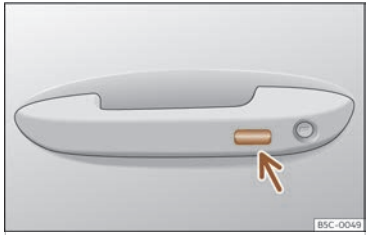

Fig. 91 Door handle: sensor surface.
- **OR:** using the Keyless Access system (only locking): Press and hold the locking sensor surface ››› **Fig. 91** (arrow) on the door handle for several seconds to close the windows and the sunroof. If you stop touching the sensing surface, the closing function is interrupted.
Press and hold the locking sensor surface ››› **Fig. 91** (arrow) on the door handle to close the sunroof. If you stop touching the sensing surface, the locking function is interrupted.